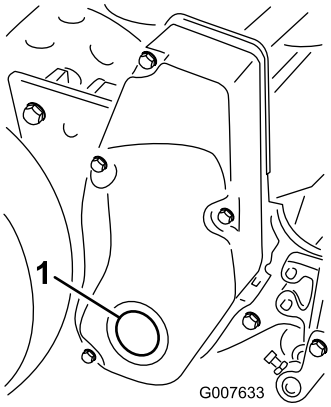

Figur 57
1. Ta bort locket på den högra cylinderdrivningens kåpa (Figur 57).